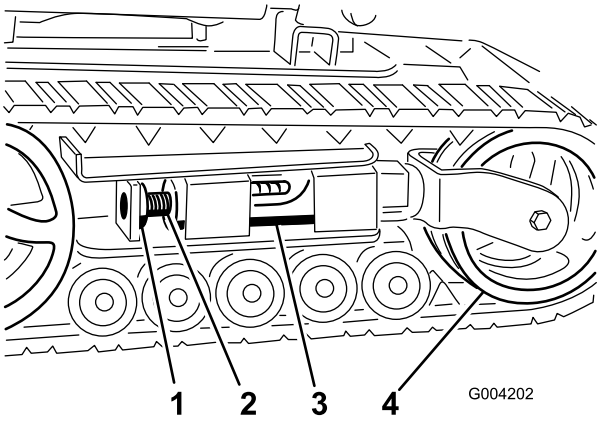
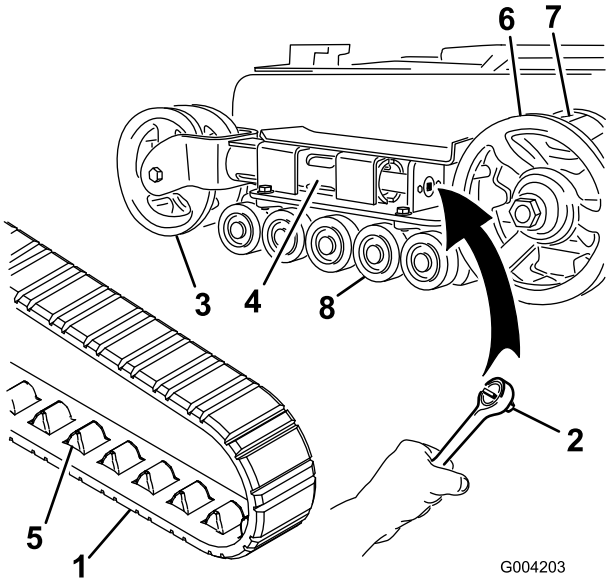
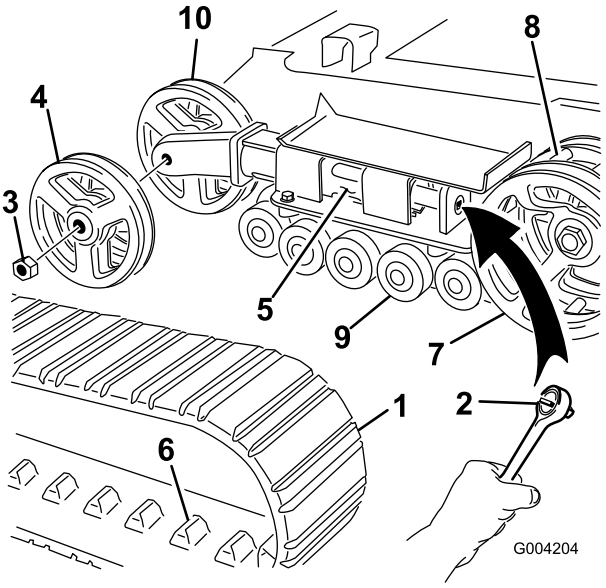

Figuur 45
**Figuur 46**
**Figuur 47**
3. Verwijder de borgbout en de moer (Figuur 45).
5. Lijn de dichtstbijzijnde inkeping in de spanschroef uit met de opening van de borgbout en bevestig de schroef met de borgbout en moer (Figuur 45).
4. Gebruik een dopsleutel (1/2 inch) en verminder de spanning door de spanschroef rechtsom te draaien (Figuur 45 en Figuur 46).
5. Duw het spanwiel in de richting van de achterzijde van de eenheid zodat de spanbuis het frame raakt (Figuur 46). (Als de buis het frame niet raakt, blijf dan aan de spanschroef draaien totdat dit wel zo is).
7. Als de rupsband van het spanwiel af is, verwijdert u de band van de kettingwielaandrijving en de wegwielen (Figuur 46).
8. Begin bij de kettingwielaandrijving en plaats de nieuwe rupsband rond de aandrijving. Controleer of de aansluitpunten tussen de tandwielen op de aandrijving passen (Figuur 46).
9. Duw de rupsband onder en tussen de wegwielen (Figuur 46).
4. Gebruik een dopsleutel (1/2 inch) en verminder de spanning door de spanschroef rechtsom te draaien (Figuur 45 en Figuur 47).
5. Duw het spanwiel in de richting van de achterzijde van de eenheid zodat de spanbuis het frame raakt (Figuur 47). (Als de buis het frame niet raakt, blijf dan aan de spanschroef draaien totdat dit wel zo is).
6. Verwijder de moer waarmee het buitenste spanwiel is bevestigd en verwijder het wiel (Figuur 47).
7. Verwijder de rupsband (Figuur 47).
8. Verwijder de moer waarmee het binnenste spanwiel is bevestigd en verwijder het wiel (Figuur 47).
12. Monteer het binnenste spanwiel en zet het vast met de moer die u eerder hebt verwijderd (Figuur 47).
14. Plaats de nieuwe rupsband en zorg ervoor dat de aansluitpunten van de rupsband goed tussen de tandwielen in het midden van de kettingwielaandrijving passen (Figuur 47).
15. Monteer het buitenste spanwiel en zet het vast met de moer die u eerder hebt verwijderd (Figuur 47).
6. Plaats de ingevette wegwieldop op de kop van de bout (Figuur 46).
7. Zet de wegwieldop vast met de snapring (Figuur 46).